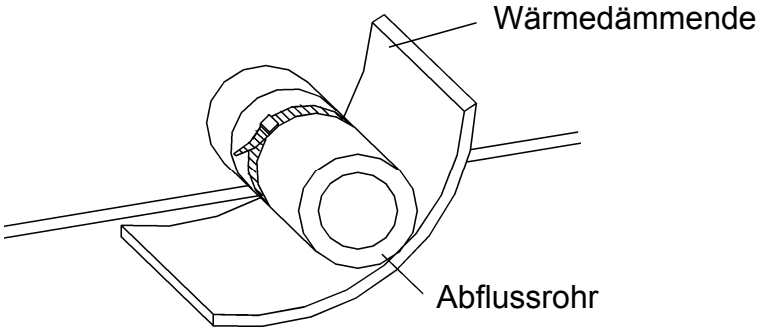

Abb. 37: Wärmedämmung des Kondensrohrs.
(1) Das Rohr für den Kondenswasserabfluss muss mit einer Neigung im Winkel 5–10° eingebaut werden, damit der Kondenswasserabfluss möglich ist. Die Verbindungen des Abflussrohres müssen mit einem wärmedämmenden Material abgedeckt sein, damit es zur Kondensation am Rohr nicht kommt (siehe Abb. 37).
(2) Die Ausführung des Kondenswassers ist auf der linken und rechten Seite des Innengerätes angebracht. Nach der Auswahl einer der Ausführungen des Kondenswassers muss die andere Ausführung mit einem Gummistopfen geschlossen werden. Sichern Sie die geschlossene Ausführung mit einer Schnur, damit es zum Wasseraustritt nicht kommt und wickeln Sie die geschlossene Ausführung mit einem wärmedämmenden Material um.
(3) Bei der Lieferung aus dem Werk sind beide Ausführungen des Kondenswassers mit Gummistopfen geschlossen.
(4) Beim Anschließen des Abflussrohres an das Gerät drücken sie nicht zu stark auf das Rohr auf der Seite des Gerätes. Das Rohr sollte in der Nähe des Gerätes befestigt sein.
(5) Als Abflussrohr verwenden Sie ein übliches Rohr aus dem harten PVC. Beim Anschließen an das Gerät legen Sie das Ende des PVC-Rohrs in die Abflussöffnung ein. Verwenden Sie einen flexiblen Abflussschlauch und befestigen Sie sie mit einer Klemme. Für das Anschließen des flexiblen Abflussschlauches an die Abflussöffnung verwenden Sie nie einen Klebestoff.
(6) Wenn das Abflussrohr für die Wasserableitung aus mehreren Geräten verwendet wird, muss der gemeinsame Rohrteil um zirka 100 mm niedriger als die Abflussabführung jedes der Geräte sein. Zu diesem Zweck muss ein Rohr mit dickeren Wänden verwendet werden.